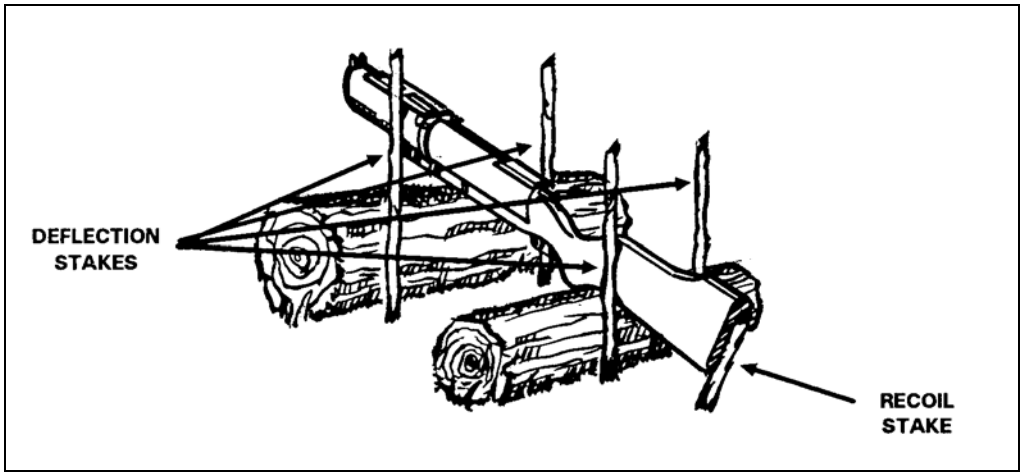

Figure A-27. Planned fires using aiming stakes.
(2) ***Aiming Stakes Method***. If you use aiming stakes, you can deliver planned indirect fire (Figure A-27, page A-24). Place the aiming stakes and verify their alignment in daylight. Record planned fires on a range card or sector sketch. Then place the fore-end assembly of the weapon on top of an elevation support, scooping a slight depression out of the ground for the toe of the weapon's stock. Adjust the weapon for the range desired; then drive a stake into the ground behind the toe of the stock to absorb recoil and prevent the weapon from digging into the ground. To control the barrel's lateral movement, place two deflection stakes behind the front elevation support. Place another elevation support beneath the stock of the weapon and two more deflection stakes behind the support to control the stock's lateral movement. Place the deflection stakes closer together than the front stakes.